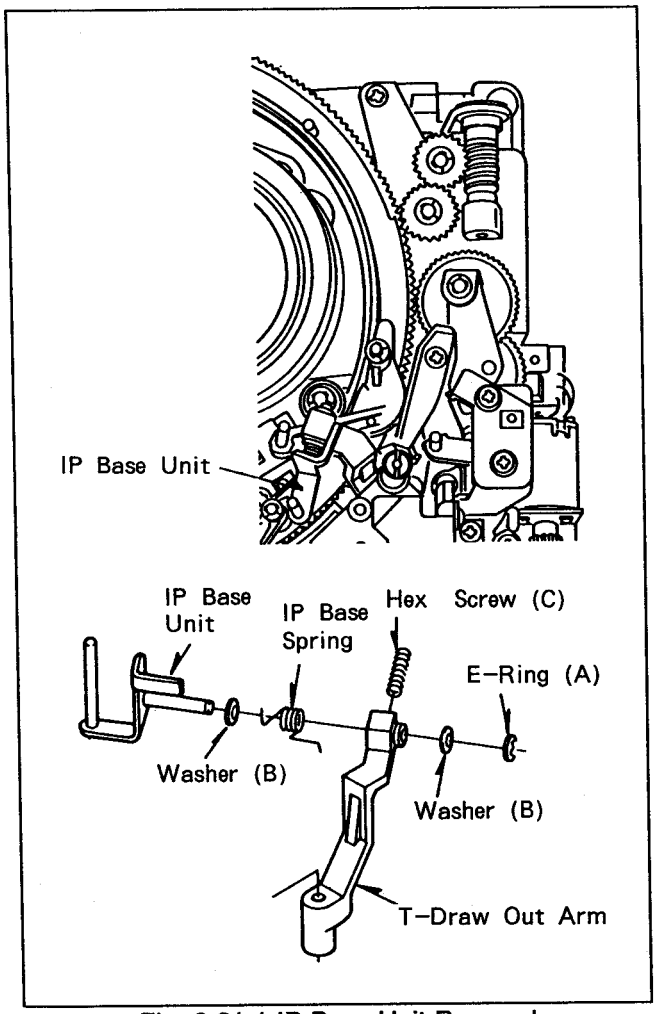

Fig. 6-21-1 IP Base Unit Removal
1. Remove the top panel (Refer to item 2-1).
2. Loosen the Hex. screw (C) and remove the E-Ring (A), 2 washers (B), IP Base Spring and the IP Base Unit as shown in Figure 6-21-1.